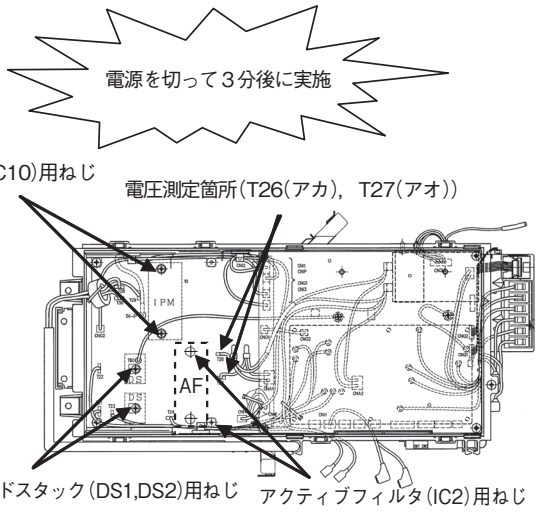

図２．ファストンタブ，取付けねじの位置
(図２，インバータ基板のファストンタブの位置を参照し**T26，T27の電圧(DC)を測定し十分に放電(10V以下まで)**したことを確認してください。)
2) コネクタ(CNA1)の両極を測定し，**電解コンデンサに充電されたDC電圧が十分に放電した**事を確認してください。(図２参照)